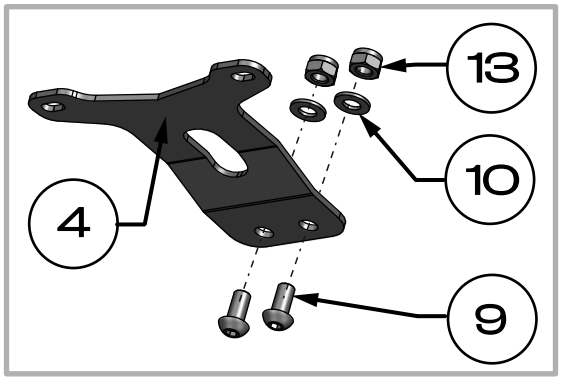

Fig. 4
2. Attach bracket **[4]** with screw **[9],** tightening it with nut **[13]** and washer **[10]**. **[Fig.3], [Fig.4]**